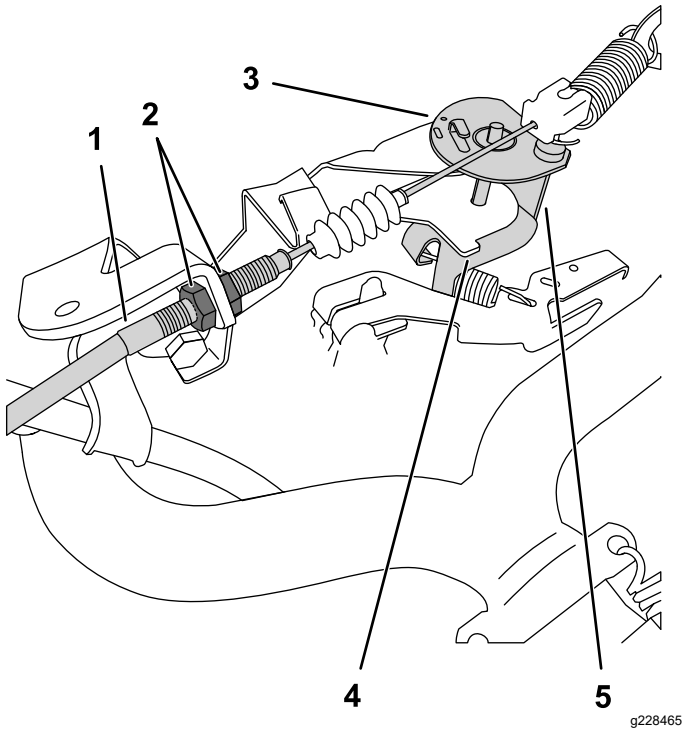

Figur 39
3. For at øge den lave tomgangshastighed skal du ved gaskablet løsne den forreste kontramøtrik og stramme den bageste kontramøtrik (Figur 39).